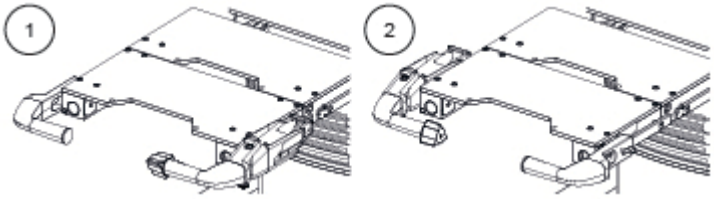

Figure 7-14. Orientations du transfert motorisé
1. La poignée de transfert motorisée est insérée sur le côté droit (1) ou gauche (2) de la table chirurgicale sur les rails d'accessoires ou les rails d'extension. Voir *Figure 7-14*.